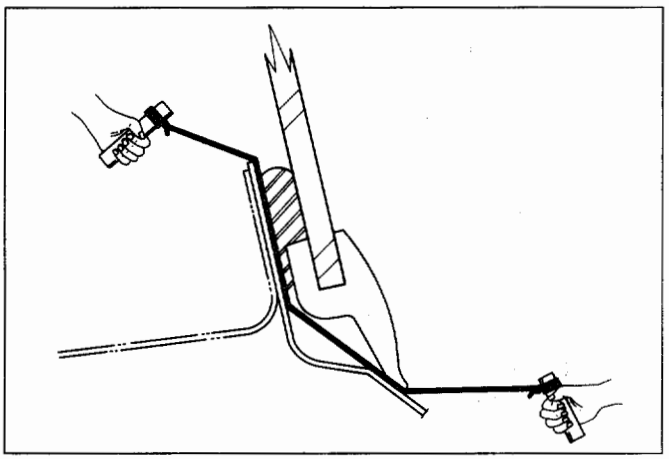

Fig. 10-270
1. **Tailgate glass (Fig. 10-270)**